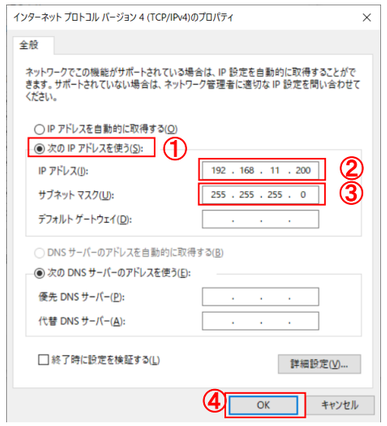

図2．IPアドレス設定
（9）「次のIPアドレスを使う」をクリックします　（図2、①）
（10）IPアドレスに「192.168.11.200」を入力します（図2、②）
（11）サブネットマスクに「255.255.255.0」を入力します（図2、③）
（12）OKをクリックします（図2、④）